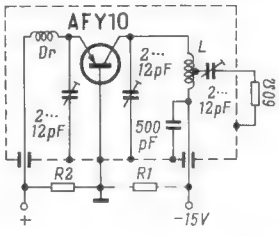

*Bild 1. Oszillatorschaltung für 200 MHz mit einem Siemens-Mesa-Transistor AFY 10*
*Bild 1* zeigt eine Oszillatorschaltung mit dem Transistor AFY 10 für eine Frequenz von 200 MHz. Man erhält damit eine Ausgangsleistung von 75 mW bei 25 % Wirkungsgrad an einem Lastwiderstand von 60 Ω. Der Kollektorstrom ist in schwingendem Zustand mit Hilfe des Basisspannungsteilers R 1/R 2 auf 20 mA einzustellen. Sonstige Daten (für 200 MHz):